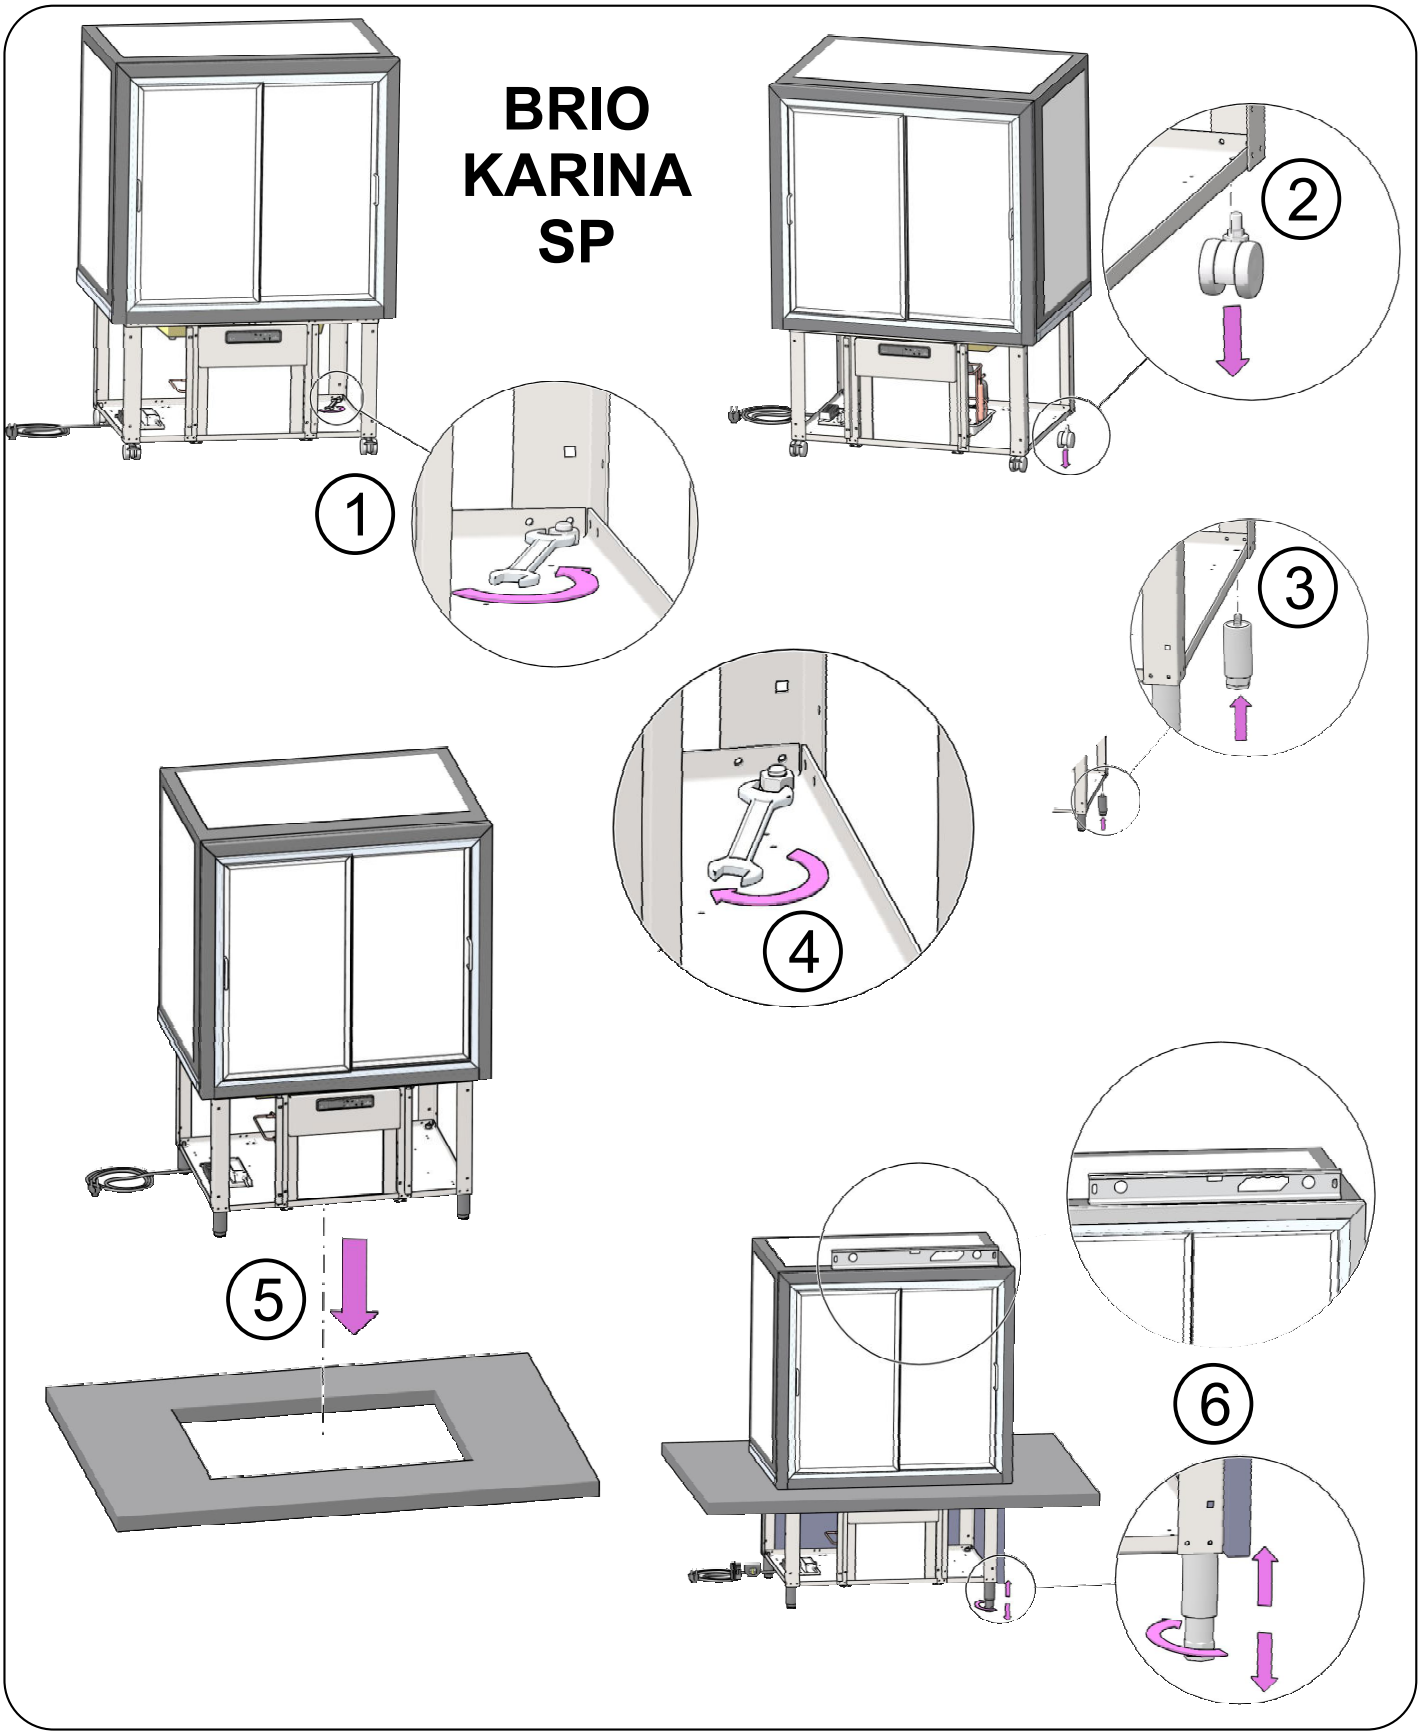

Fig.1
1. Togliere l'alimentazione elettrica, agendo sull'interruttore generale e sfilando la spina dalla presa. **2.** Togliere le viti di fissaggio della griglia anteriore e rimuovere la griglia stessa. **3**. Con un pennello eliminare lo strato di pulviscolo dalle alette del condensatore. **4**. Con l'aspirapolvere togliere la polvere residua. **5**. Rimontare la griglia e ripristinare l'alimentazione elettrica (vedi fig.1)
1. Switch off the appliance by turning off the power switch and pull the plug out of the socket. **2.** Remove the screws from the front protective grille and remove the grille. **3**. Using a paintbrush, remove any dust from the condenser's fins. **4.** Use a vacuum cleaner to remove the remaining dust. **5.** Refit the grille and switch on the appliance (see figure 1).
1. Schalten Sie den Strom ab, indem Sie den Hauptschalter betätigen und den Stecker aus der Steckdose ziehen. **2.** Befestigungsschrauben des vorderen Gitters lösen und dasselbe herausnehmen. **3**. Mit einem Pinsel den Staub von den Lamellen des Kondensators entfernen**. 4.** Mit einem Staubsauger den restlichen Staub beseitigen. **5.**Gitter wieder einbauen und die Stromversorgung wieder herstellen(siehe Abbildung 1)
1. Schakel de elektriciteit uit door op de algemene schakelaar te drukken en vervolgens de stekker uit het stopcontact te halen. **2.** Verwijder de schroeven van het rooster aan de voorkant en neem het rooster zelf weg. **3.**Verwijder met een kwastje het stoflaagje van de ribben van de koelinstallatie. **4**. Zuig het overige stof met een stofzuiger tussen de ribben weg. **5.** Zet het rooster weer terug en schakel de elektriciteit in (zie fig. 1).
1. Desligue a alimentação eléctrica, actuando no interruptor geral e extraindo a ficha da tomada. **2.** Tire os parafusos de fixação da grelha dianteira e remova a própria grelha. **3.** Com um pincel elimine a camada de poeira das aletas do condensador. **4.** Com o aspirador de pó, elimine os resíduos de pó. **5.** Volte a montar a grelha e ligue novamente a alimentação eléctrica (ver a fig.1).
1. Slå från eltillförseln med huvudströmbrytaren och dra ut kontakten ur uttaget. **2**. Skruva ur fästskruvarna för det främre gallret och ta bort det. **3.** Avlägsna dammlagret från kondensorns flänsar med en pensel. **4.** Dammsug bort resterande damm mellan flänsarna. **5**. Sätt på gallret igen och koppla in strömmen (se fig.1)
1. Afbryd for strømmen ved at slukke for stikkontakten og træk stikket ud. **2.** Afmonter skruerne der holder forribberne fast og fjern ribberne. **3**. Fjern støvlaget fra kondensatorens vinger med en pensel. **4**. Benyt en støvsuger for at fjerne det overskydende støv**. 5**. Montér ribberne igen og tænd for strømmen (Jvf. fig.1).
1. Schakel de elektrische voeding uit middels de hoofdschakelaar ter bescherming van het stopcontact en haal de stekker uit het stopcontact. **2.** De beschermingsrooster wegnemen, die zich in het voorste gedeelte bevindt, nadat de schroeven zijn weggehaald. **3.** Verwijder met een kwastje het stoflaagje op de ribben van de koelinstallatie. **4**. Verwijder met een stofzuiger het overige stof tussen de ribben. **5**. De rooster weer terug monteren en de stroomtoevoer herstellen (zie fig.1).